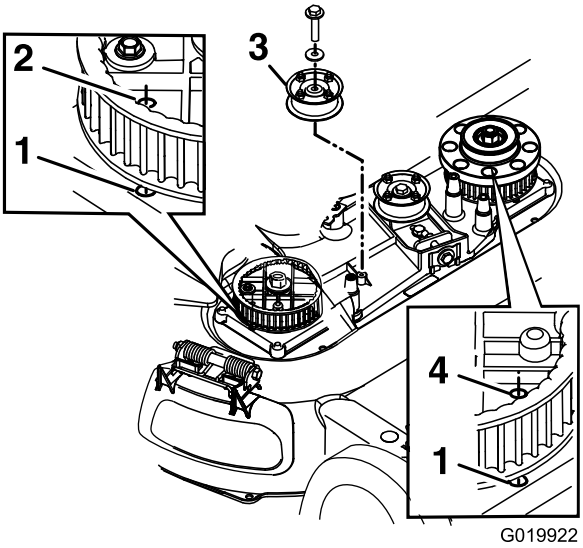

Figuur 41
8. Verwijder de vaste spanpoelie en de bevestigingsmiddelen (Figuur 41).
10. Stel de gaten in het rechter en linker tandwiel op één lijn met de gaten in de behuizing, zoals getoond in Figuur 41.